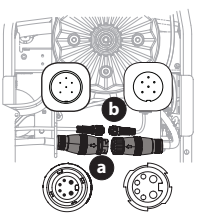

Figure 18
4. Débranchez les adaptateurs des moteurs du plateau de coupe placés sous l'appareil. Tournez le collier du plus grand connecteur (a) vers la gauche et débranchez-le avec précaution. Répétez la procédure avec le plus petit connecteur (b) (Figure 18).
6. Rebranchez les moteurs du plateau de coupe sous l'appareil. Branchez toujours en premier le plus grand connecteur (a) et ensuite le plus petit (b) (Figure 18).